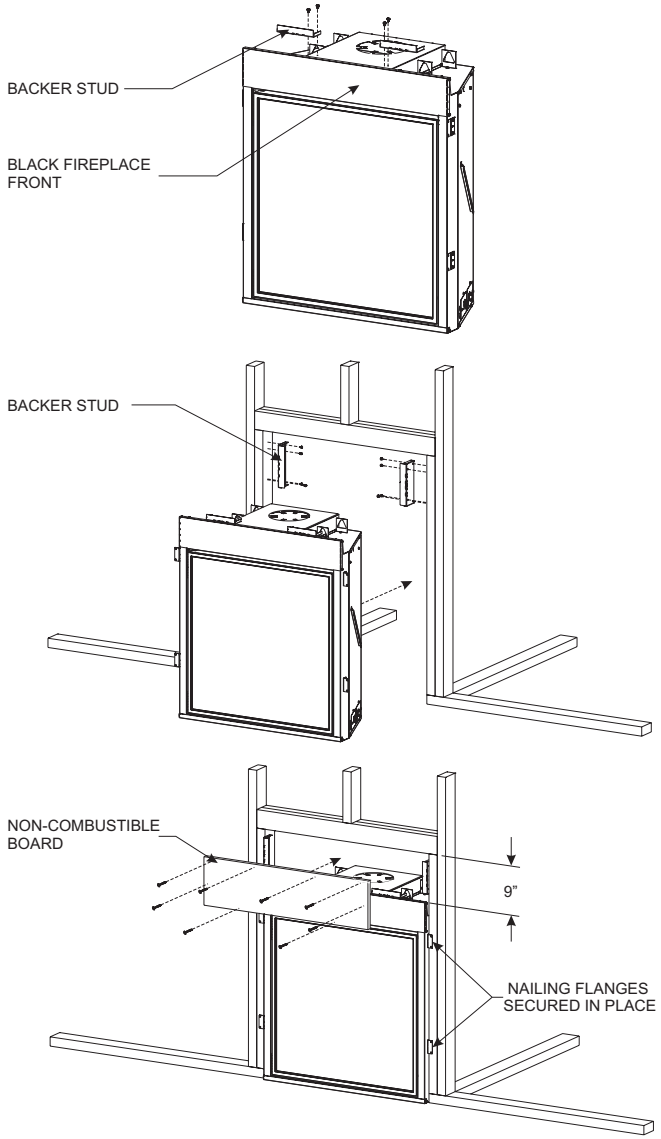

Figure 33
NOTICE: For finishing to top of fireplace, refer to **Figure 33.**
8. Attach the two backer studs to the firebox with four #10 x 1/2 Phillips screws (provided) as shown in **Figure 33.**
9. Attach the two backer studs to the vertical studs with four screws appropriate for installation (not provided) as shown **Figure 33.**
11. Mark non-combustible board for backer stud locations. Position the non-combustible board and secure with four #8 x 1 self-drilling drywall screws (provided) as shown in **Figure 33**. Four screws appropriate for installation (not provided) screw into the header. **See Figure 33**. To avoid damage to the non-combustible board, do not use more screws.